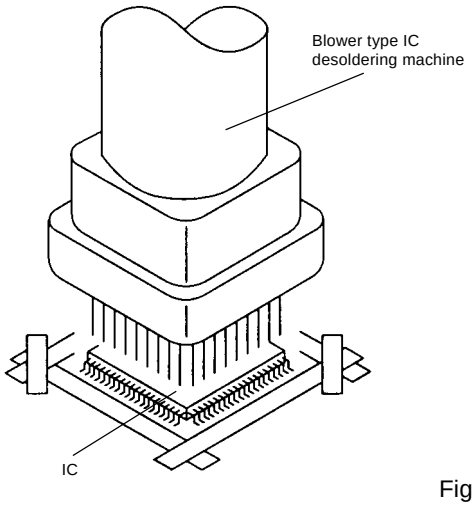

Fig. 5-2
2. Heat the IC leads using a blower type IC desoldering machine. **(Refer to Fig. 5-2.)**